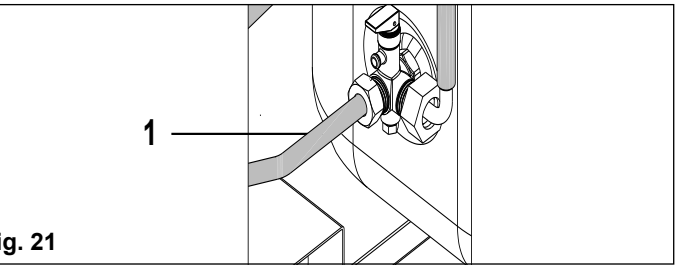

fig. 21
- Prestare particolare attenzione al posizionamento verticale (fig. 21)
- Collegare la rampa ingresso acqua (1) di rete alla valvola di sicurezza (fig. 21)